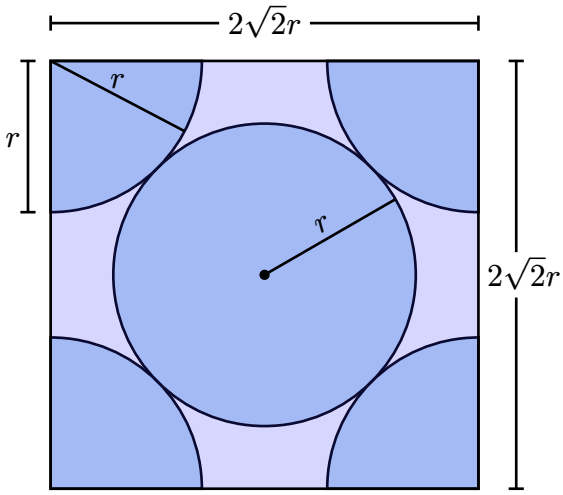

Figure 4: Fraction Volume of a Cubic Lattice.
2.4. Calculate the maximum volume fraction of an FCC lattice. To calculate the maximum volume fraction of a FCC lattice, we can refer to Fig. 4. In the 3 dimensional space, the maximum volume means there are 2 complete balls in the cubic.